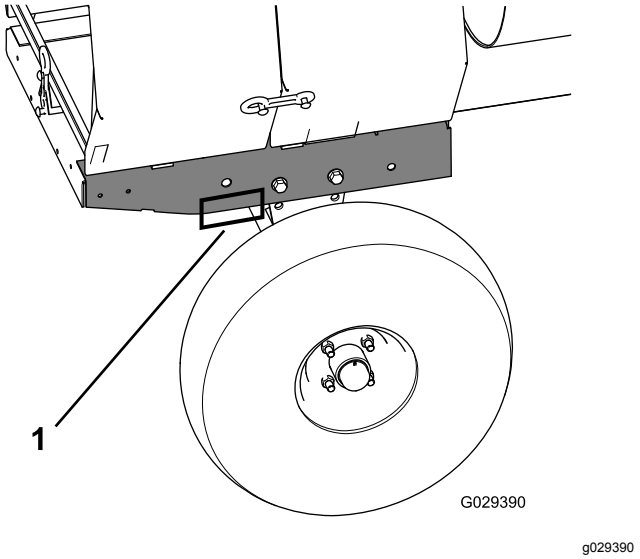

Figure 26
6. Use a jack stand at each support point on the rear frame extension (Figure 26).